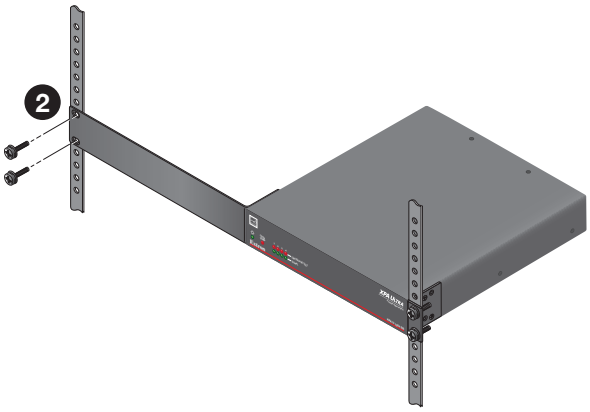

**Figure 2. Secure XPA Ultra Amplifier to Rack**
4. Secure the amplifier to the rack using four provided 10-32 x 3/4” screws (see figure 2, ❷).